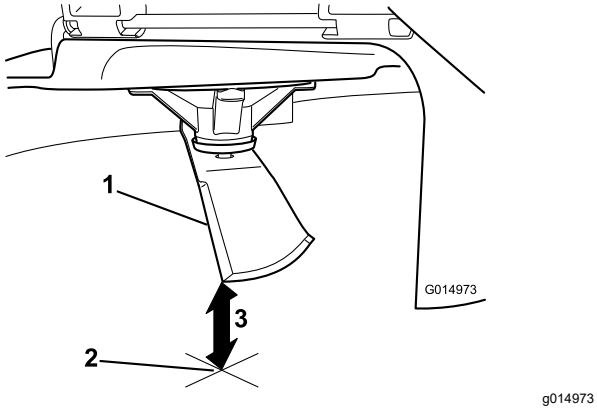

Rysunek 104
5. Zmierz odległość od końcówki ostrza do płaskiej powierzchni (Rysunek 104).